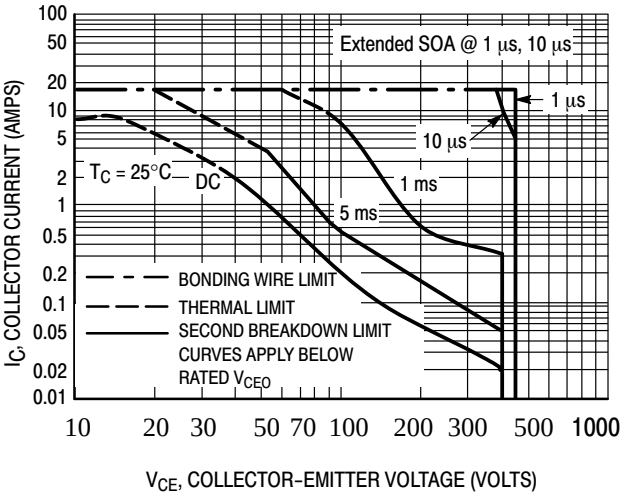
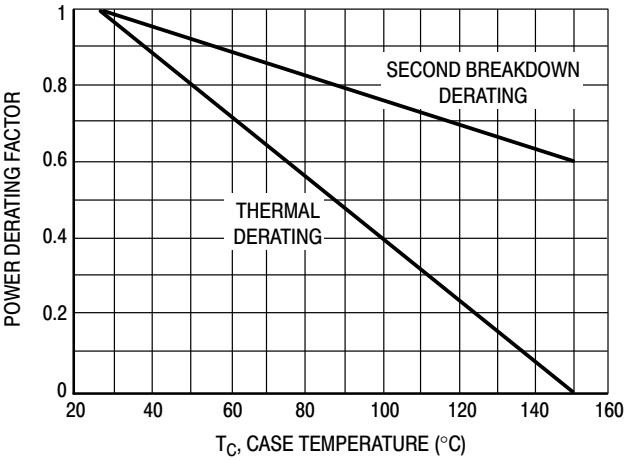

Figure 6. Maximum Forward Bias Safe Operating Area
Figure 8. Forward Bias Power Derating
The data of Figure 6 is based on $T_C = 25°C$; $T_{J(pk)}$ is variable depending on power level. Second breakdown pulse limits are valid for duty cycles to 10% but must be derated when $T_C \geq 25°C$. Second breakdown limitations do not derate the same as thermal limitations. Allowable current at the voltages shown on Figure 6 may be found at any case temperature by using the appropriate curve on Figure 8.
The sustaining or active region voltage requirements in switching applications occur during turn−on and turn−off. If the load contains a significant capacitive component, high current and voltage can exist simultaneously during turn−on and the pulsed forward bias SOA curves (Figure 6) are the proper design limits.
2. The turn−on time does not exceed 10 μs (see standard pulsed forward SOA curves in Figure 6).